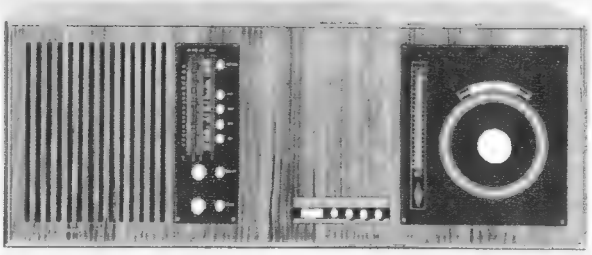

*Bild 3. Music-center in Tischausführung (Schaub-Lorenz)*
*Bild 3* stellt eine Tischausführung des Music-center dar. Links befindet sich der Empfangsteil mit dem Lautsprecher, ganz rechts sitzt der Spurwähler, eine kreisförmige Skala mit 14 Grobteilungen mit den Buchstaben A bis O. Jeder Buchstabe ist nochmals in die Zahlen 1 bis 9 unterteilt. Eine sichere Rastvorrichtung fixiert jede Stellung exakt. Dazu wird ein Album mit abradierbaren Kunststoffblättern geliefert. Dort kann man also beispielsweise unter Ziffer E 7 vermerken „Der Wind hat mir ein Lied erzählt"!